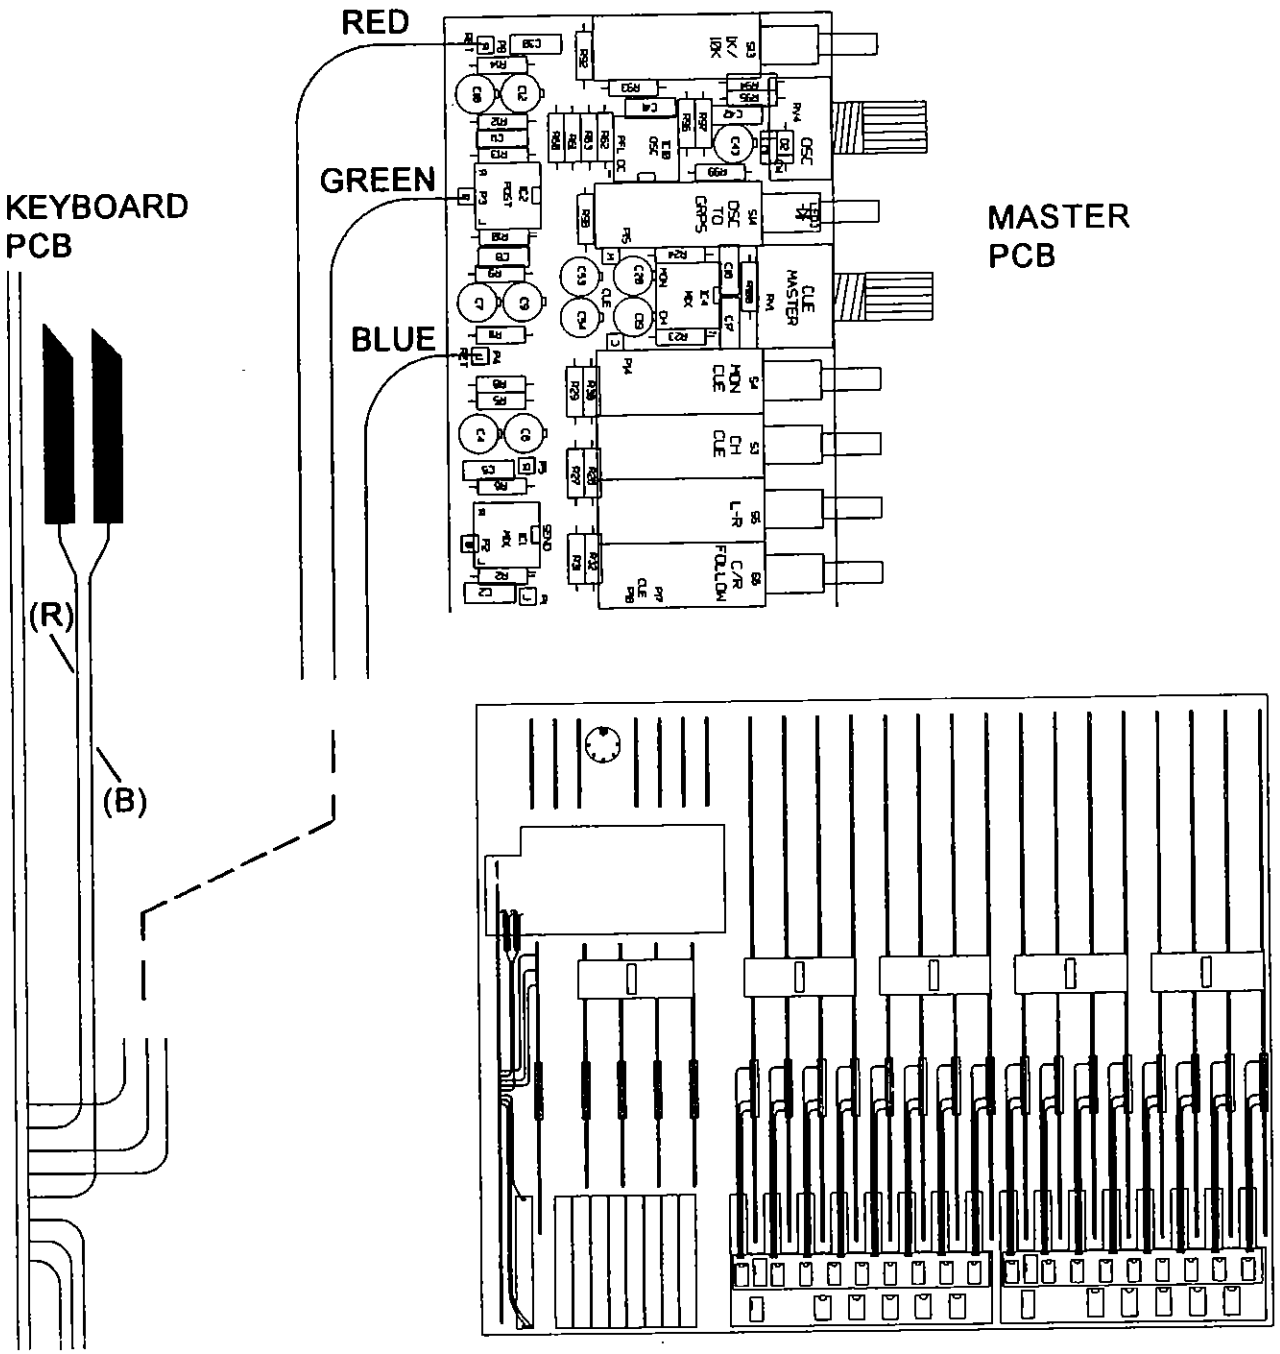

Fig. 11b.
2. Solder the shorter Red, Green & Blue wires from the Keyboard PCB onto the Master PCB as shown, *see Fig. 11b*.
3. Locate the Red (R) and Blue (B) wires that were previously wired to the top of the left & right Master faders. Cut off a length approx. 150mm from the end of each wire. (150mm is roughly the width of this page). Strip & tin the ends of the remaining wires. Solder both wires into the Keyboard PCB as shown. *see Fig.11b*.